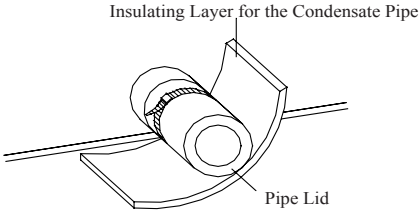

Fig.13 Thermal Insulation of the Condensate Pipe
a. The condensate pipe should keep a inclination angle of 5～10°, which can facilitate the drainage of the condensate water. And the joints of the condensate pipe should be insulated by the insulation material to prevent condensing(see Fig.13).